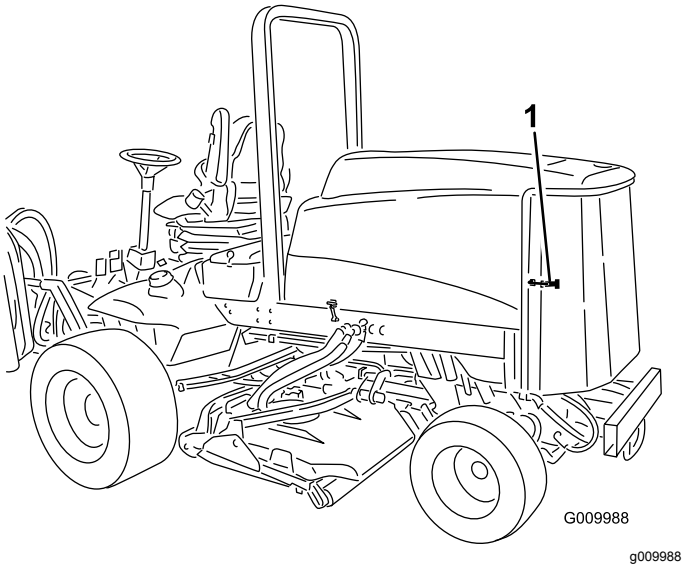

Figuur 72
1. Ontgrendel en draai het achterscherm open (Figuur 72).